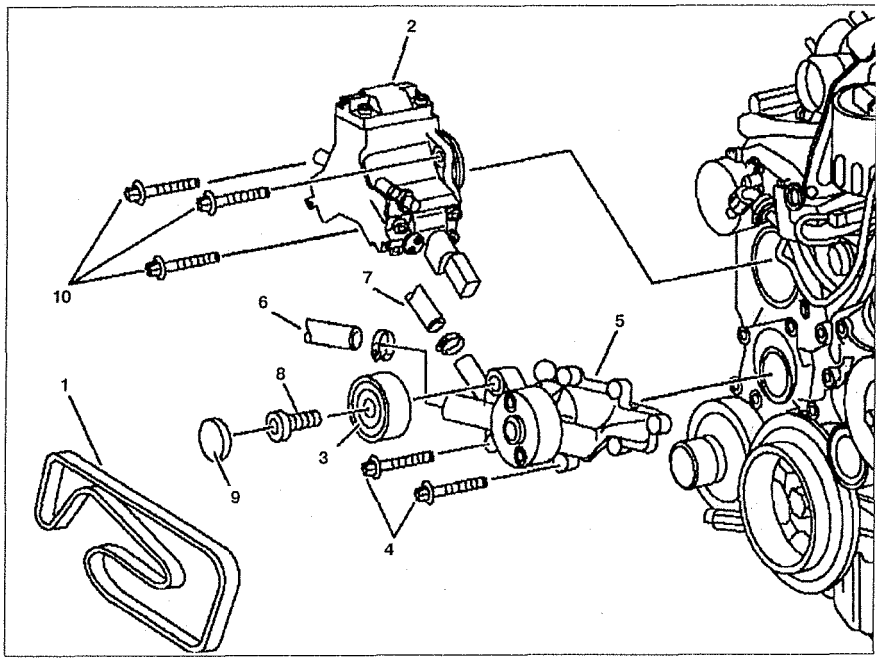

Рис. 5.37. Насос системы охлаждения:
2. Снимите ремень привода генератора **1** (см.рис.5.37).